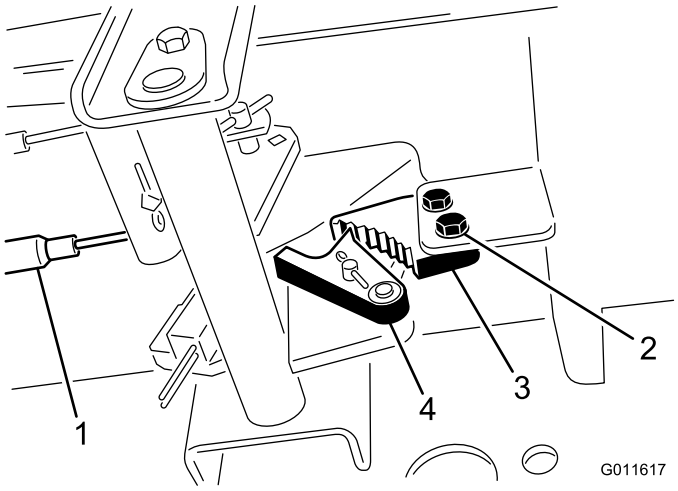

Figur 56
1. Lossa de två skruvar som håller fast parkeringsbromsens spärrhake på ramen (Figur 56).
2. Tryck parkeringsbromspedalen framåt tills bromsspärren griper in helt i parkeringsbromsens spärrhake (Figur 56).